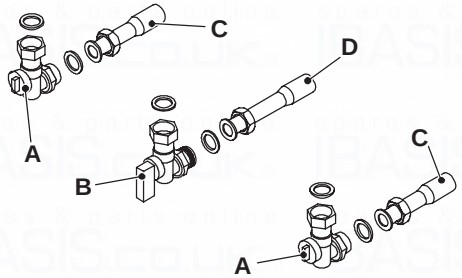

Fig. 6.3
- Fix the c.h. valves A and gas cock B (¾") to the boiler using the ¾" gaskets (Fig. 6.3)